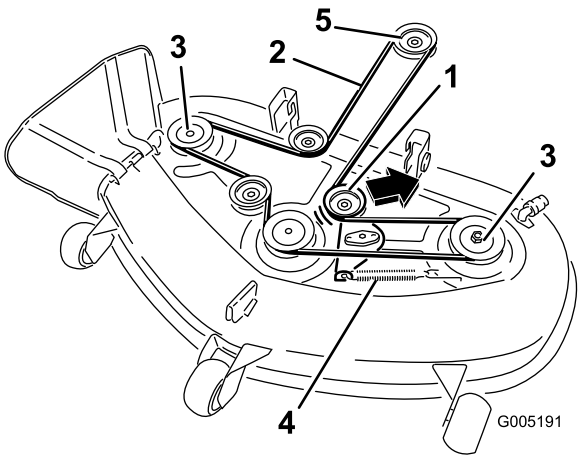

Bild 59
5. Ziehen Sie die Spannscheibe in die in Bild 59 angegebene Richtung und rollen den Riemen von den Scheiben ab.
6. Legen Sie den neuen Riemen um die Motor- und Mähwerkspannscheiben (Bild 59).
7. Ziehen Sie die Spannscheibe in die in Bild 59 angegebene Richtung und verlegen den Riemen um die andere Spannscheibe (Bild 59).